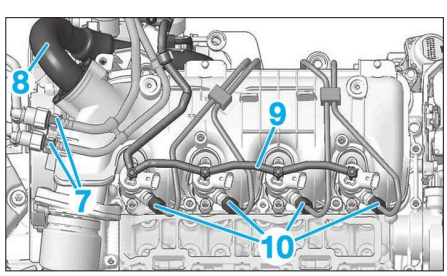

**Fig. 43**
• Désaccoupler les canalisations d'alimentation en carburant (7) **(Fig.43)**.
• Déposer les fixations du tube de recyclage des gaz d'échappement (8) et l'écarter.
• Désaccoupler et écarter le faisceau de retour carburant (9).
• Desserrer les raccords (10).